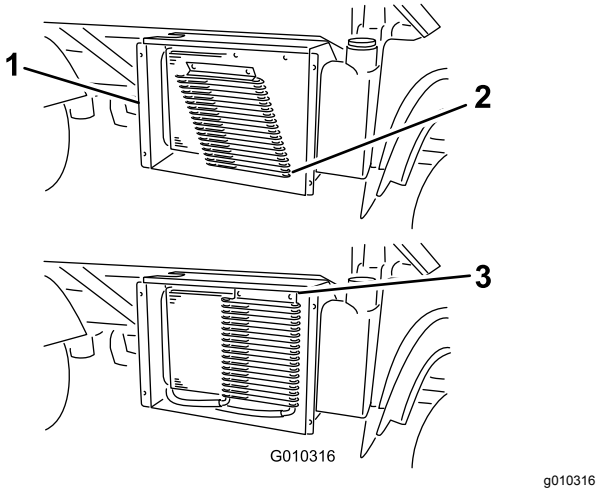

Figur 51
6. Roter låsene, hvis maskinen er udstyret hermed, og drej oliekøleren væk fra køleren (Figur 51).